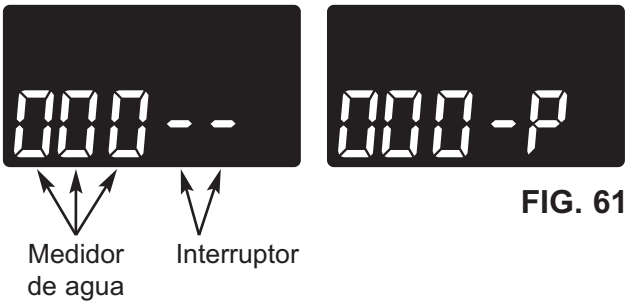

FIG. 61
3. La letra “P” y una raya (o rayas) indican el funcionamiento del interruptor POSITION (Posición) (vea la Fig. 61). Si aparece la letra, el interruptor está cerrado. Si aparece la raya, el interruptor está abierto.